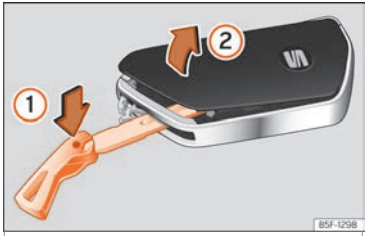

Abb. 83 Fahrzeugschlüssel: Deckel des Batteriefachs öffnen.
- Schlüsselbart in den Schlitz ››› Abb. 83 stecken, in Pfeilrichtung ① drücken und Abdeckkappe abhebeln ②.